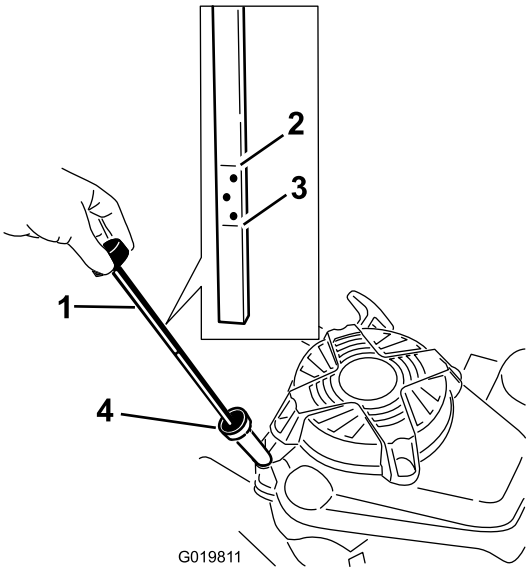

Rysunek 7
3. Jeżeli w skrzyni korbowej nie ma oleju, napełnij ją w około 3/4 olejem, wlewając go do otworu wlewu oleju (Rysunek 7).
6. Odczytaj poziom oleju na wskaźniku (Rysunek 7).